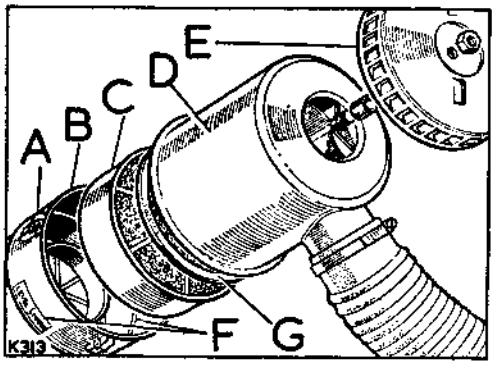

**Fig. A1-3. Exploded view of air cleaner**
1. Fill the oil container with clean engine oil to the oil level mark on the container. See Fig. A1-3.